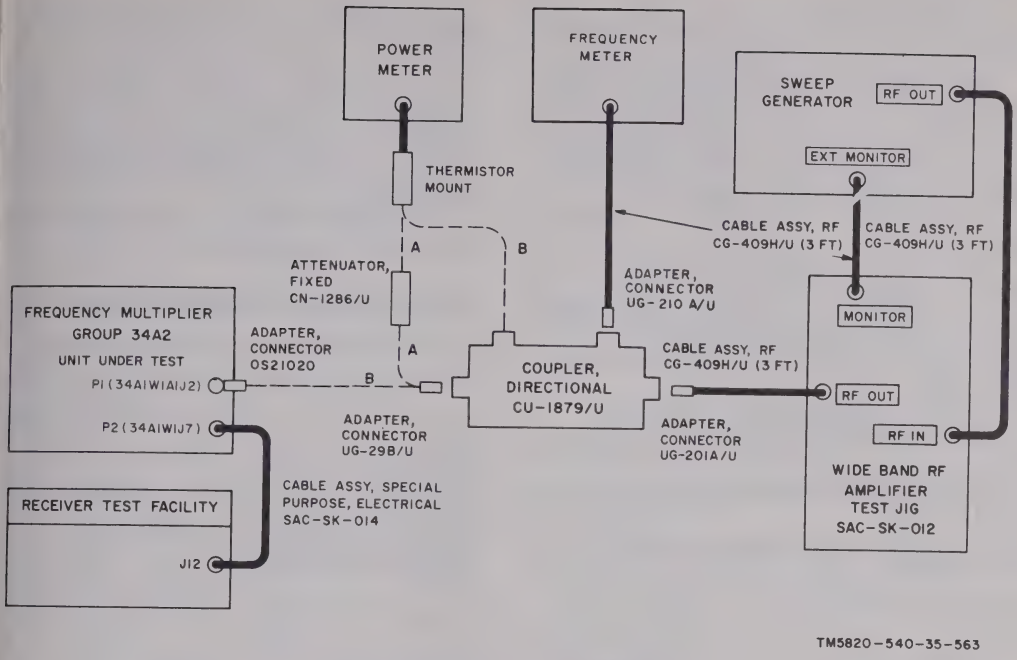

Figure 4–350. Frequency multiplier group 34A2 input vswr check, test setup.
b. Defective frequency multiplier 34A2A1 (fig. 4–348).	*b.* If power at J1 is normal, reconnect P1 to J1. Disconnect P1 (34A2FL1P1) from J2 of frequency multiplier 34A2A1 and connect the power meter to J2 (fig. 3–75). Power meter should indicate at least −3 dbm. If output is abnormal replace frequency multiplier 34A2A1 (para 4–207) and test defective unit as shown in para 4–176.